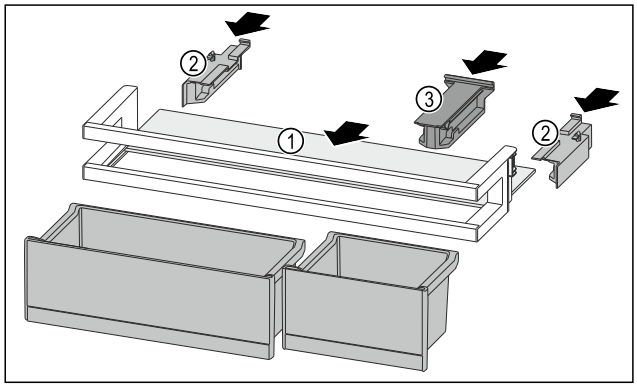

Fig. 213
▶ Push the shelf *Fig. 213 (1)* into the side recesses.
▶ Insert the side parts *Fig. 213 (2)*.
▶ Insert the holding part *Fig. 213 (3)*.